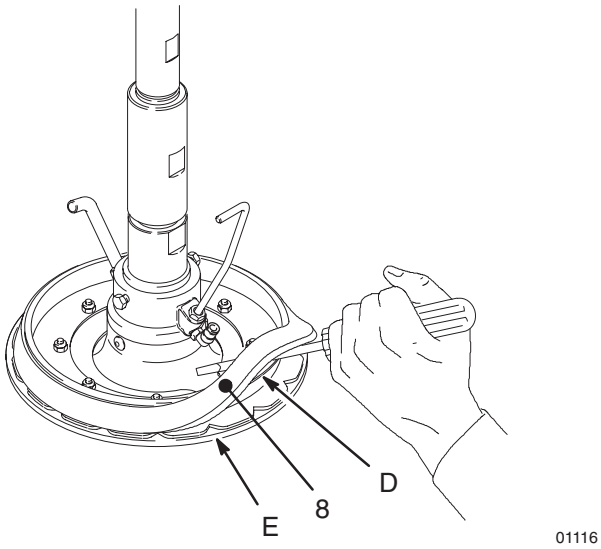
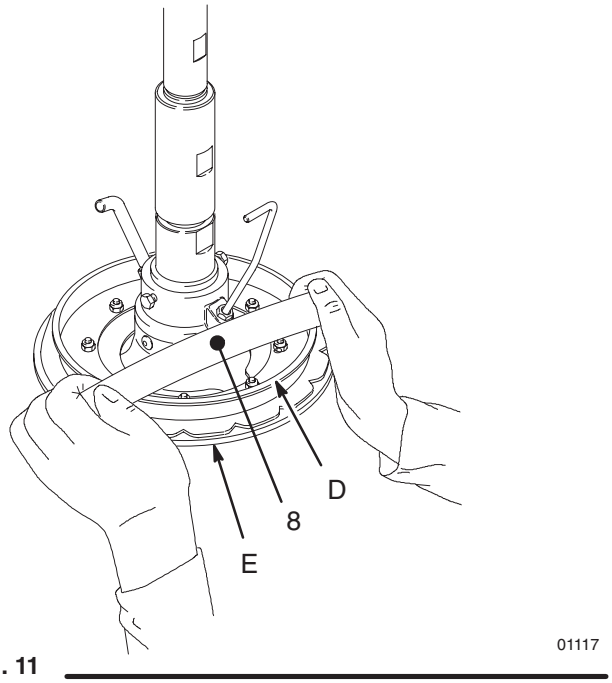
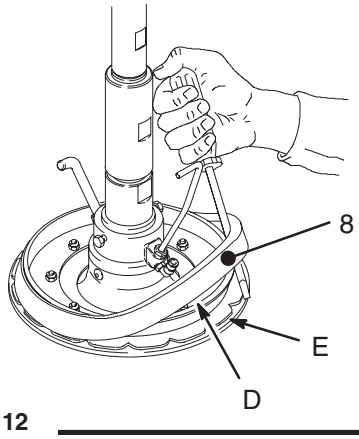

Fig. 10
Fig. 11
Fig. 12
a. ***Para utilizar el plato seguidor con latas de paredes no rectas,*** es necesario desmontar el espaciador grande (8). *Trabajando desde la parte inferior,* utilice un destornillador para aflojar el espaciador. Mueva éste hacia arriba hasta que sobrepase completamente la brida (D) del plato seguidor. Vea la Fig. 10. A continuación, con la mano, incline el espaciador y sáquelo del plato, tirando de él hacia abajo hasta pasarlo sobre la brida y los seguidores inferiores (E). Vea la Fig. 11. Guarde el espaciador, pues será necesario en otras aplicaciones.
b. ***Para volver a instalar el espaciador cuando utilice el plato con latas de paredes rectas,*** asegúrese primero de que el diámetro grande del espaciador (8) esté dirigido **hacia abajo.** Mueva a mano el espaciador hacia arriba, pasándolo sobre el plato espaciador, de forma que sobrepase completamente la brida (D) del plato seguidor. Vea la Fig. 11. A continuación, *trabajando desde la parte superior,* utilice un destornillador para colocar el espaciador entre la brida (D) y los seguidores (E). Vea la Fig. 12.
4. Conecte un tubo de 965 mm, D.E. de 1/4” (6,3 mm) (F) desde la válvula (G) del aire de asistencia del “ram” hasta el codo (H) del plato seguidor.
Vea la página 10, y las Figs. 10–12.